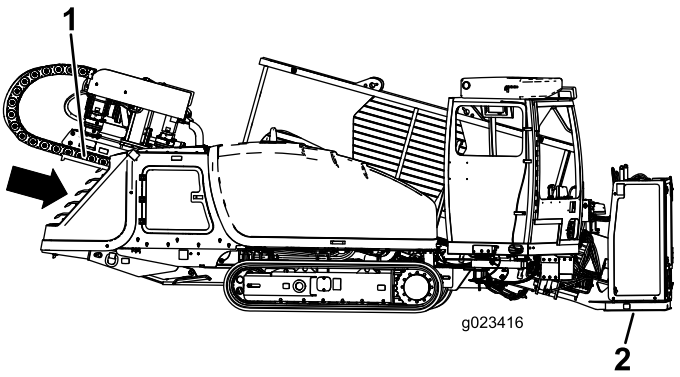

Rysunek 42
4. Opuścić ramę pchającą, przechylając ramę wiertniczą, aż płyta zetknie się z gruntem (Rysunek 42).